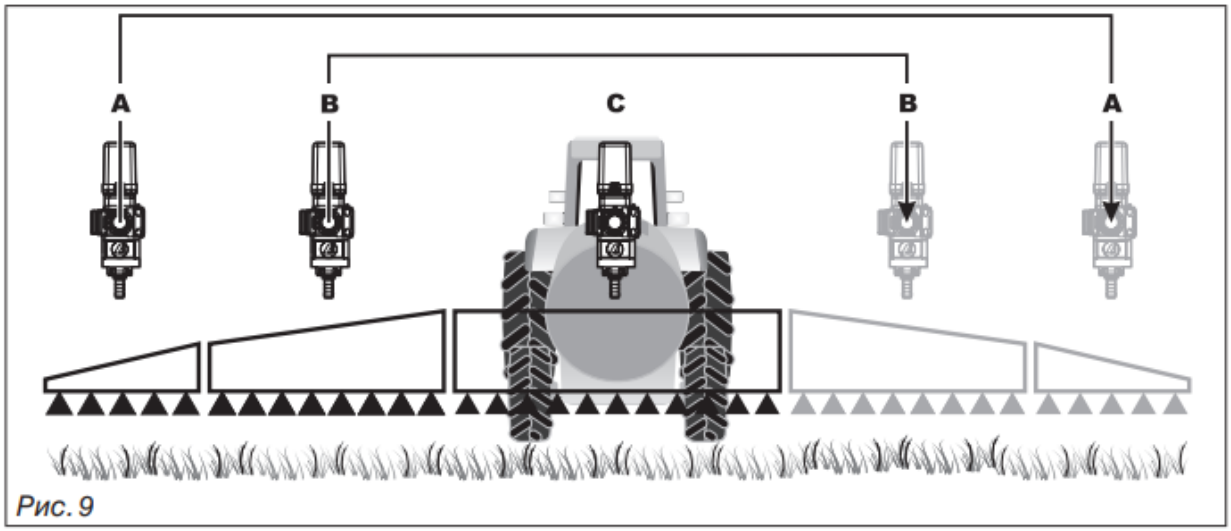

Рис. 9
• число форсунок для каждого секционного клапана ЗЕРКАЛЬНО (Рис. 9) выполните регулировку только для одной стороны блока управления (правой или левой штанги, клапаны A, B, C): для регулировки другой стороны штанги поверните аналогичным образом ручки компенсационных кранов, соблюдая соответствие клапанов (Рис. 9 ниже)